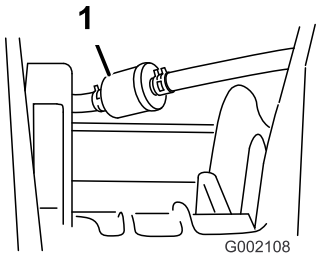

Figura 44
5. Retire las abrazaderas que sujetan el filtro de combustible a los tubos de combustible (Figura 44).